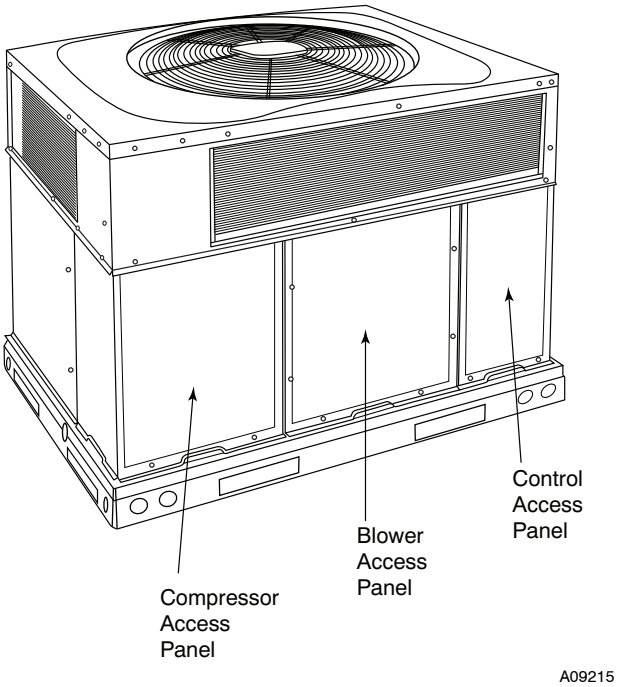

Fig. 20 – Unit Access Panels
a. Remove blower access panel (see Fig. 20).
g. Reinstall blower access panel (see Fig. 20).
1. Remove control access panel (See Fig. 20).
Remove blower access panel (see Fig. 20). Limit switch is located on the fan partition.
3. Remove control access panel (See Fig. 20).
Remove access panels (see Fig. 20) to locate all the electrical controls and wiring. Check all electrical connections for tightness. Tighten all screw connections. If any smoky or burned connections are noticed, disassemble the connection, clean all the parts, re-strip the wire end and reassemble the connection properly and securely.